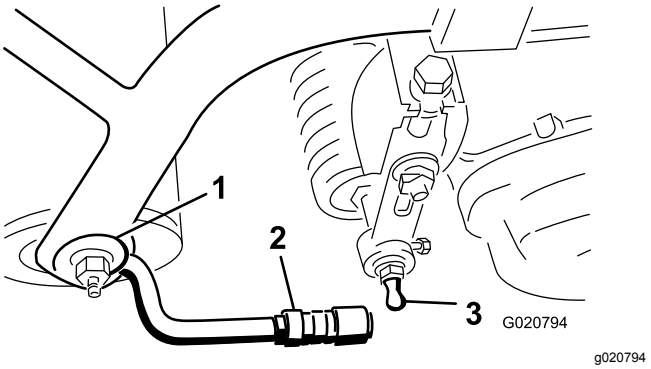

Figur 8
3. Før tilbake hylsen på kuleleddmottakeren, og hekt fast mottakeren på kulebolten på klippeenheten. Slipp hylsen, slik at den glir over bolten og låser delene sammen (Figur 8).